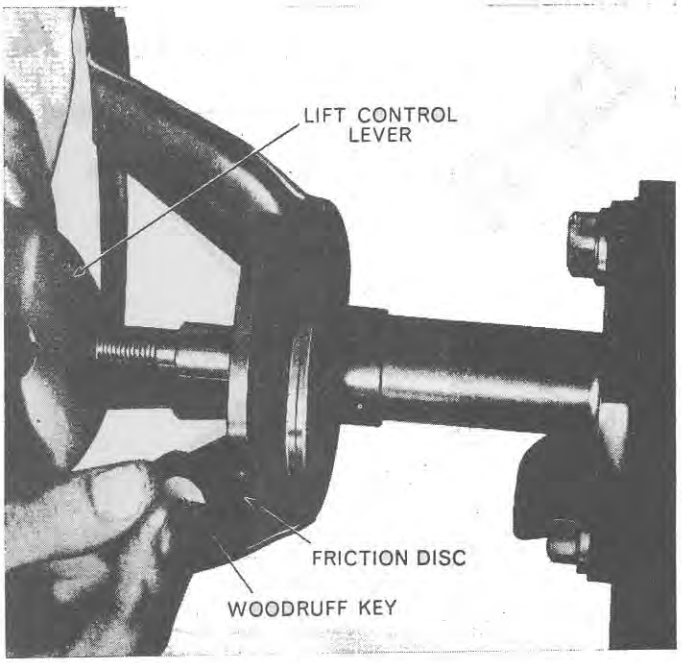

Figure 35
7. Position the friction disc and woodruff key on the control lever shaft, Figure 35.